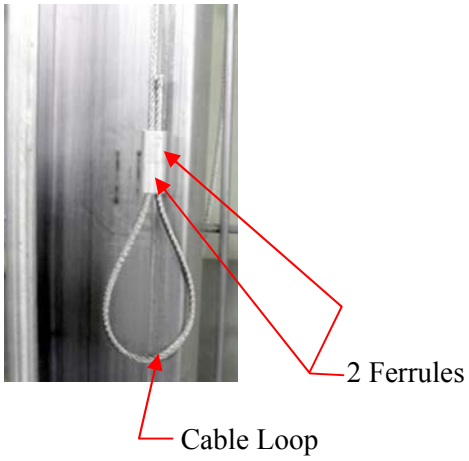

Figure 35
With the cable properly routed into the counterweight guide channel, have person #1 slide two (2) ferrules onto the cable then make a loop with the cable, and route the cable back through the two (2) ferrules **(Figure 35)**.